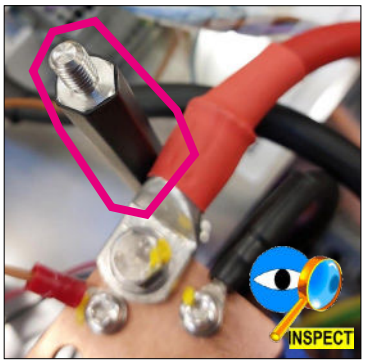

Abb. 70: Isolierung Halterung 1
4. Zustand der Isolierung kontrollieren: siehe Abb. 70 und Abb. 71.